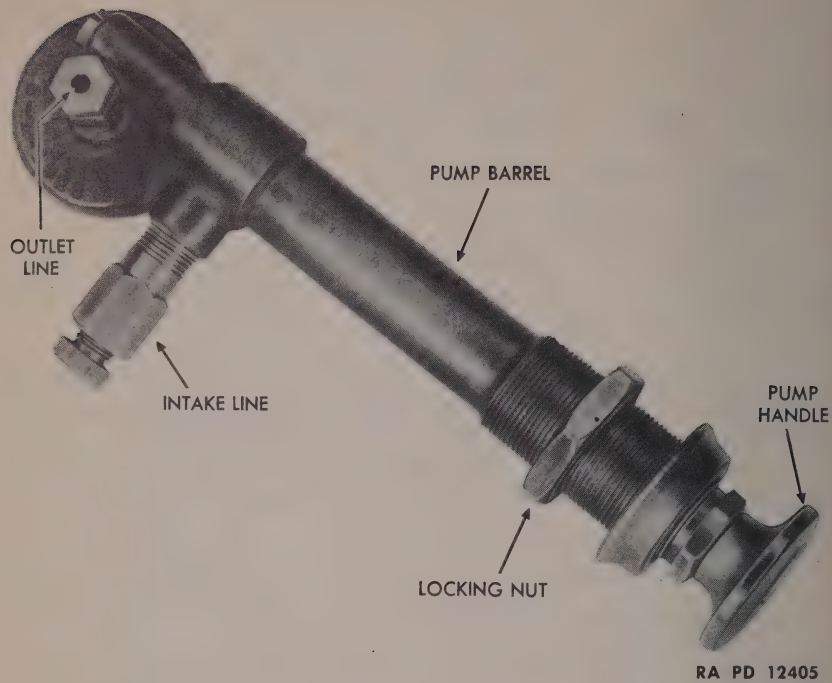

Figure 74—Primer Pump
b. Maintenance (fig. 74). If more than a few strokes are required to prime the engine, the leather packing on the instrument panel end of the plunger should be checked for leakage. To stop leakage, compress packing by half turns on the packing nut located behind the priming plunger button on instrument panel until the leakage stops. If the primer pump no longer delivers gasoline to the engine, as evidenced by lack of resistance to pumphandle operation, the primer pump should be replaced.